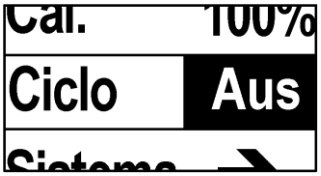

Fig. 43: visualizzazione del ciclo
2. Selezionare il menu "Ciclo" (v. Fig. 43)